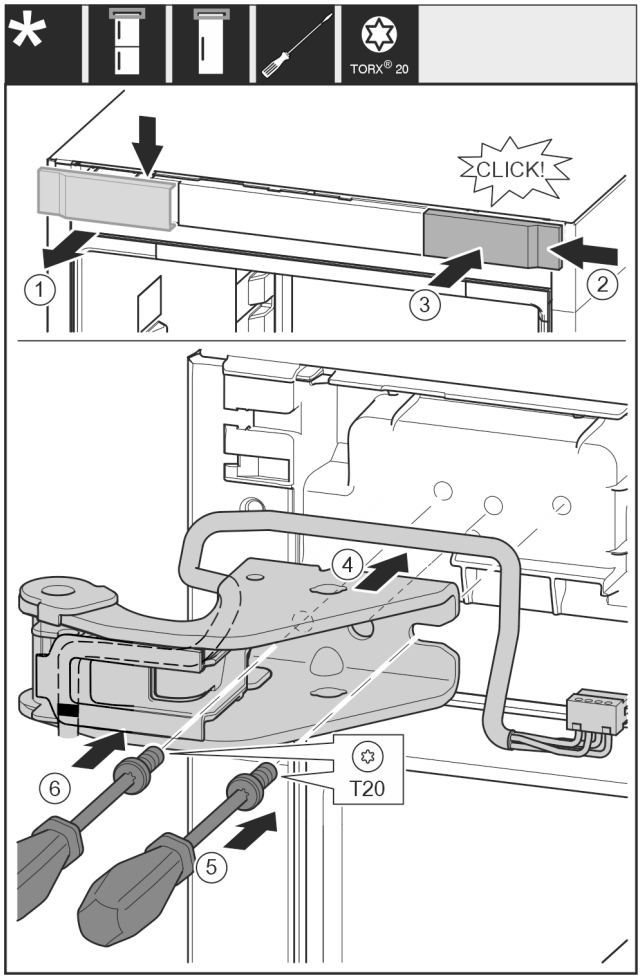

Fig. 20
- ▶ Αφαιρέστε το κάλυμμα από επάνω προς τα εμπρός. *Fig. 20 (1)*
- ▶ Αναρτήστε το κάλυμμα υπό γωνία 180° στην άλλη πλευρά από δεξιά. *Fig. 20 (2)*
- ▶ Κουμπώστε το κάλυμμα. *Fig. 20 (3)*
- ▶ Τοποθετήστε το επάνω στήριγμα. *Fig. 20 (4)*
- ▶ Τοποθετήστε τη βίδα με κατσαβίδι T20 και σφίξτε τη. *Fig. 20 (5)*
- ▶ Τοποθετήστε τη βίδα με κατσαβίδι T20 και σφίξτε τη. *Fig. 20 (6)*